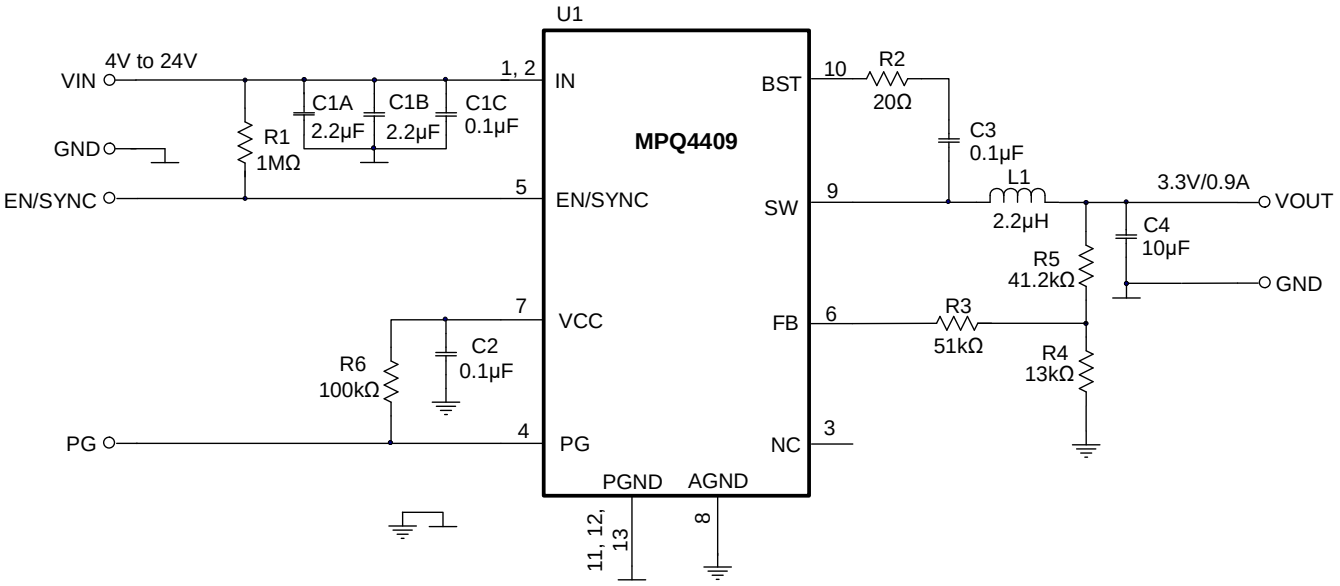

Figure 8: Typical Application Circuit, V_{OUT} = 3.3V, I_{OUT} = 900mA
8) The recommended layout is based on Figure 8.